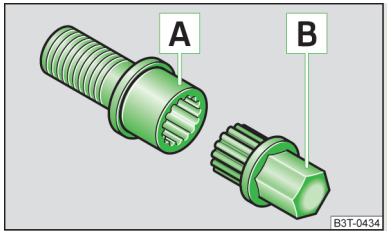

Fig. 172
- Insert the adapter B » Fig. 172 with its toothed side fully into the inner toothing of the safety wheel bolt A until the stop so that only the outer hexagon is jutting out.